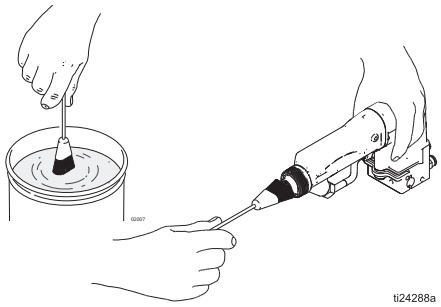

FIG. 13 Clean Front of Gun
1. Be sure the turbine air (TA) is turned off.
3. Remove the retaining ring (24), air cap/tip guard (25), spray tip (3), and gun shroud (26). See page 29.
4. Dip the end of a soft bristle brush into compatible solvent. clean the front of the gun with the brush. Avoid getting any solvent into the air passages. Whenever possible, point the gun down when cleaning it. See FIGURE 13